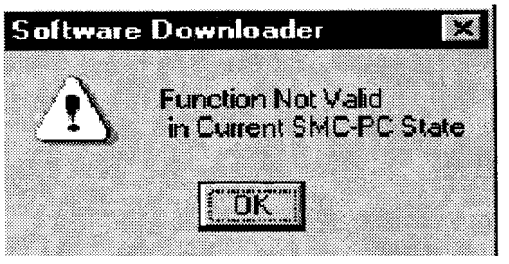

FIGURE 4-8A. ERROR MESSAGE DIALOG BOX
3. Observe download status in the Software Downloader Status box. If function is not valid on current SMC-PC state (SMS must be offline) an error message dialog box appears (Figure 4-8A).